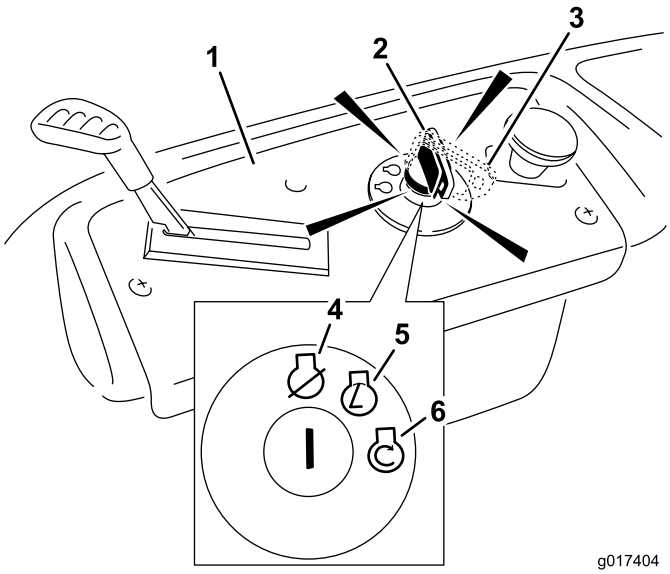

Figur 13
4. Vrid tändningsnyckeln till Start för att sätta igång motorn. Släpp nyckeln när motorn startar (Figur 13).
3. Vrid tändningsnyckeln till det avslagna läget (Figur 13) och ta ut nyckeln.